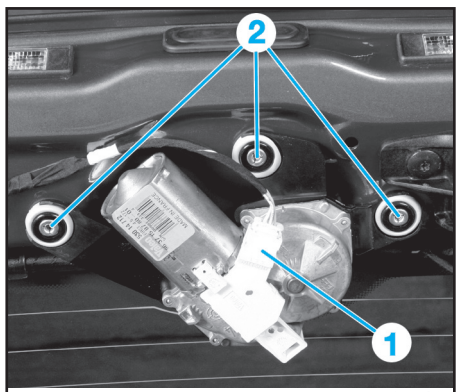

Fig.43
Débrancher le connecteur du moteur d'essuie-vitre (1) (Fig.43).